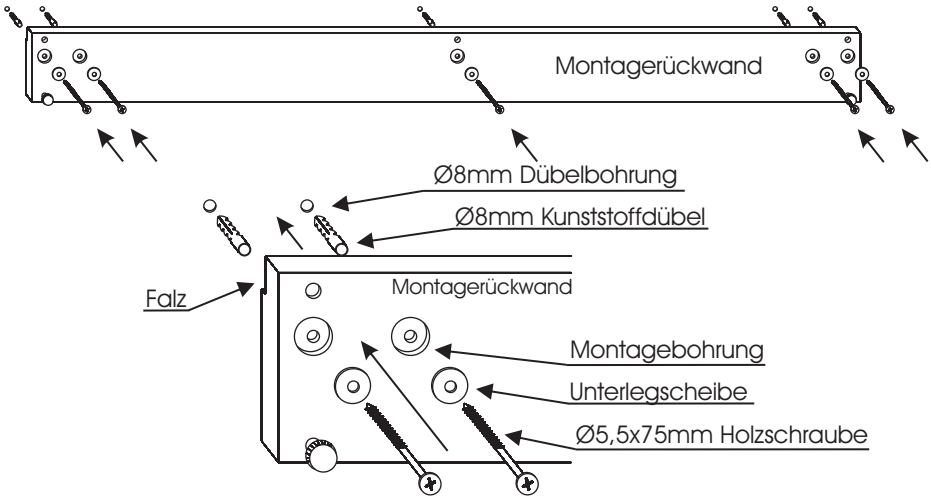

Abb. 3
6. Bohren Sie die Dübellöcher mit einem Ø8mm Bohrer und montieren Sie die Montagerückwand mit den Ø8mm Kunststoffdübeln, Unterlegscheiben und Ø5,5x75mm Holzschrauben waagerecht an die Zimmerwand. (Abb. 3)